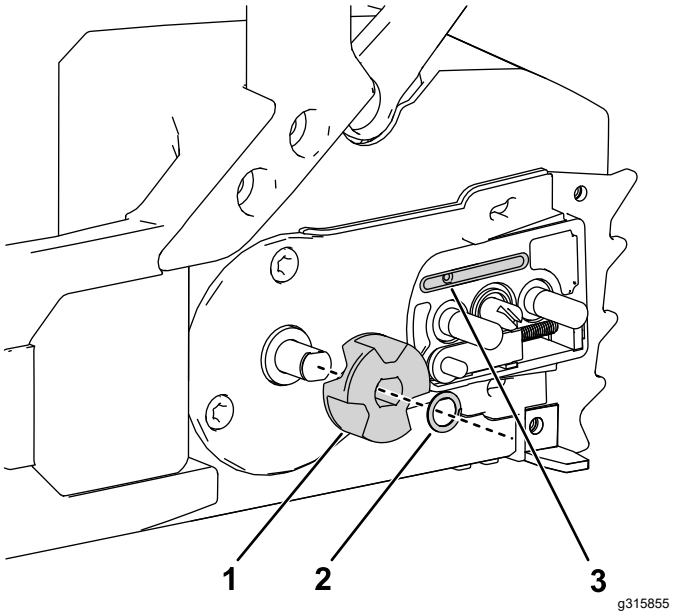

Figure 31
5. Déposez le clip et le pignon d'entraînement de la tronçonneuse (Figure 31).
9. Contrôlez la sortie d'huile (Figure 31) et enlevez les débris éventuellement présents.